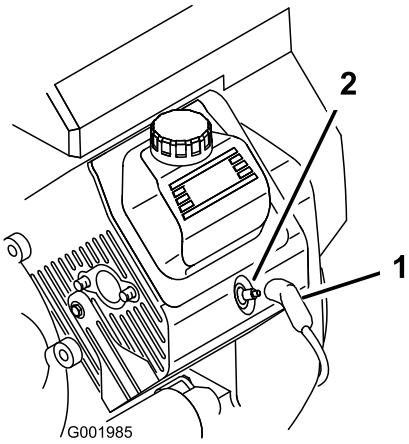

Figur 42
3. Træk ledningerne af tændrørene (Figur 42).
3. Sæt ledningerne på tændrørene (Figur 42).